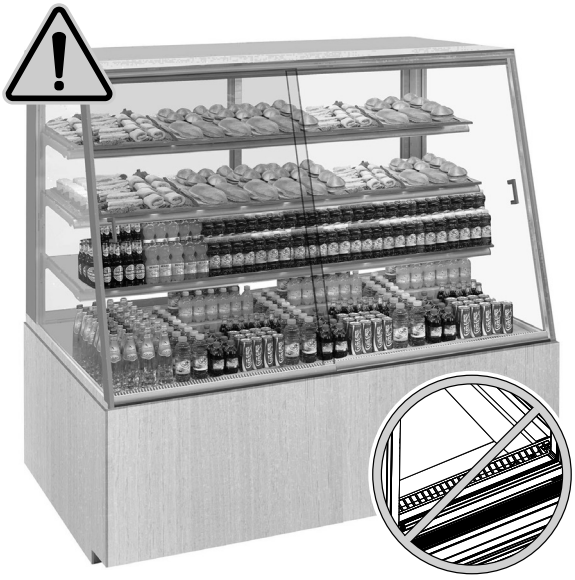

Fig. 13
- Les marchandises n'obstruent pas la bonne circulation de l'air réfrigéré ("Fig. 13").